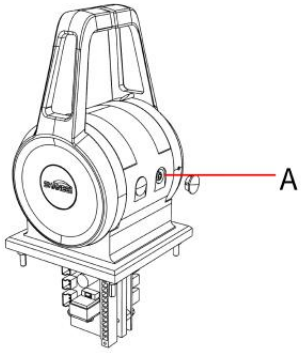

图4.1
1. 如图4.1，打开硅胶塞，在A处使用内六角扳手来旋转调节推进阻尼的大小。